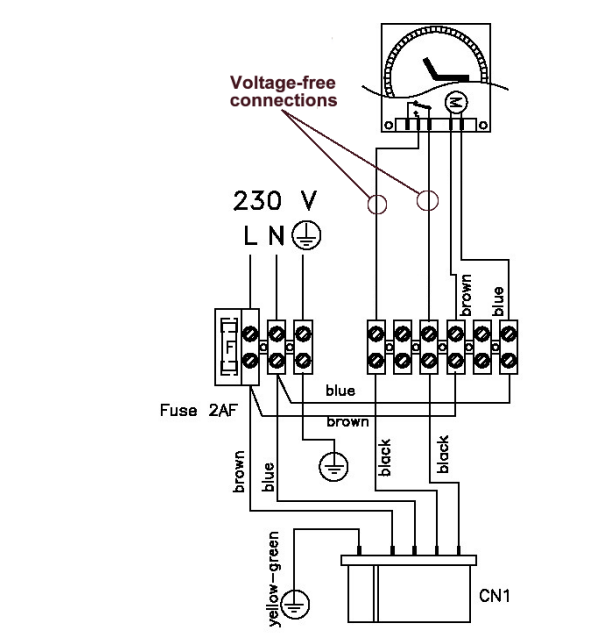

Fig. 28A
8.2 CONNECTION OF AN EXTERNAL TIME CLOCK (Fig. 28A)